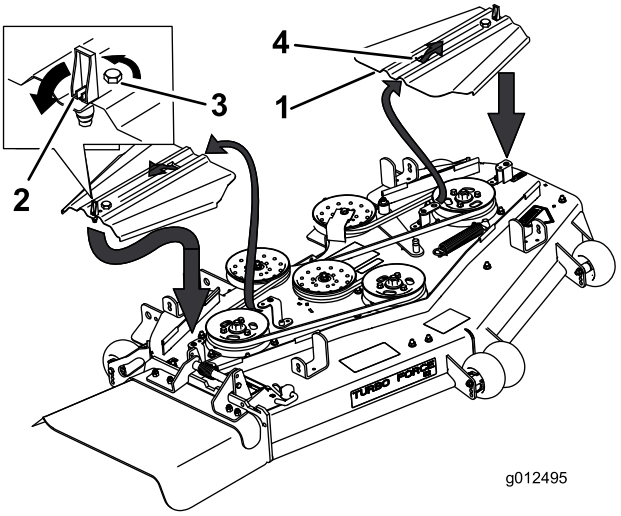

**Figuur 70**
5. Verwijder de aandrijfriemkappen en de bijbehorende bouten (Figuur 70).
11. Schuif de drijfriemkappen in de lippen, draai de bouten vast en zet de vergrendelingen vast (Figuur 70).